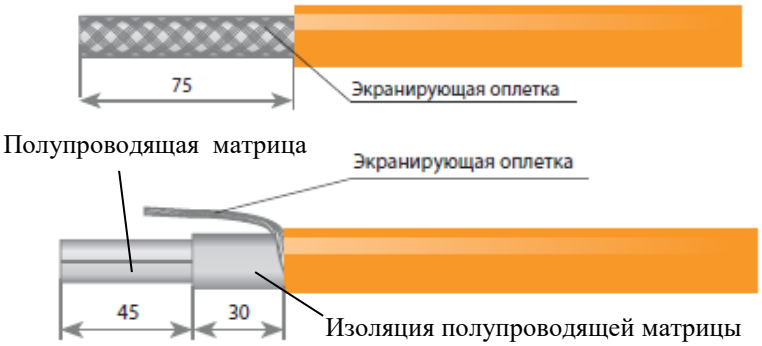

Рисунок 2
3.4. Надрезать и снять оболочку нагревательной ленты на длине 75 мм, экран в виде оплётки скрутить в жгут. Снять изоляцию с полупроводящей матрицы (то, что под оплёткой) на длине 45 мм (Рисунок 2).